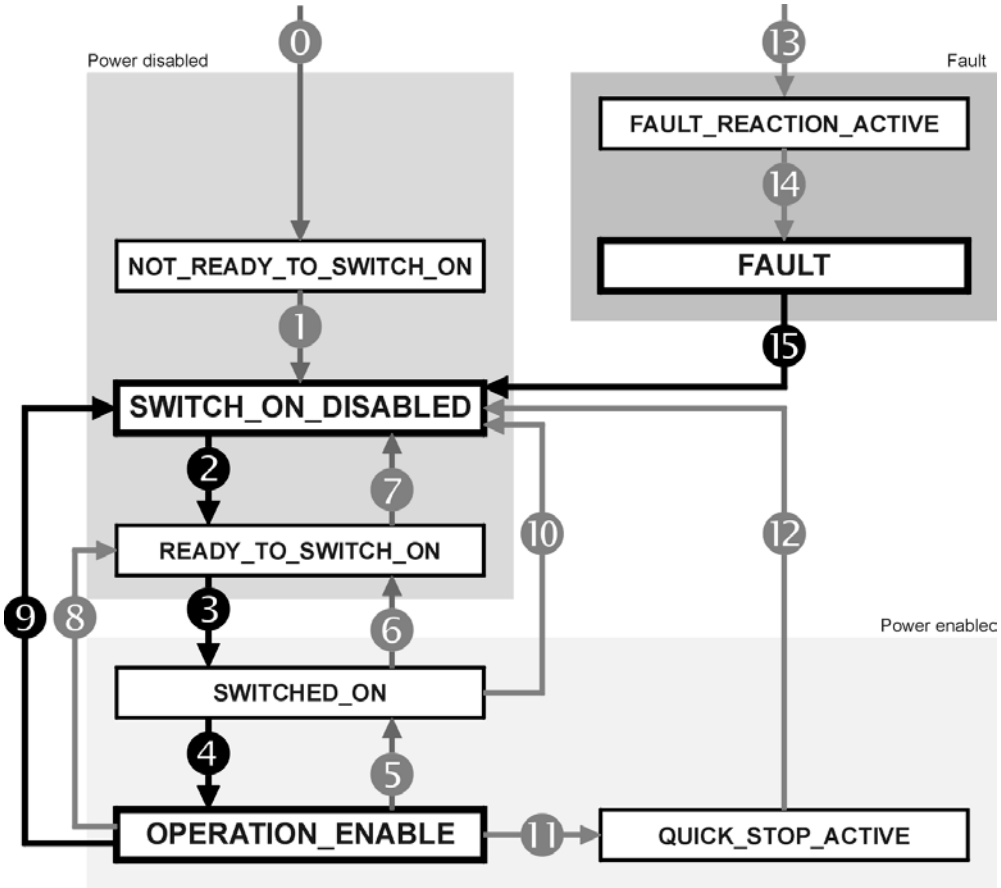

Figure 7.11: State diagram of the servo drive
3.) In accordance to the state diagram (Figure 7.11) the state transitions 2, 3 and 4 have to be executed.